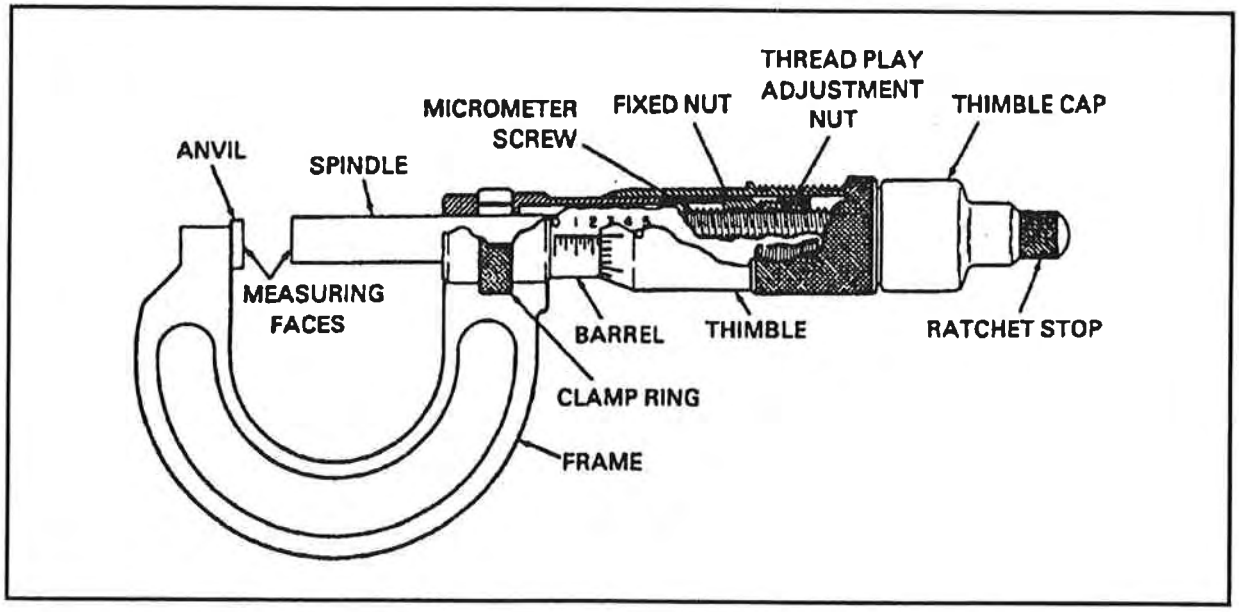

Figure 3-10. Outside micrometer
- Outside micrometer (Figure 3-10) the type most commonly used by airframe repairers for measuring outside dimensions of shafts and round stock and other similar measurements; also used to set inside calipers to a desired dimension. The fixed parts of an outside micrometer are the frame, barrel, and anvil; the movable parts are the thimble and spindle. The thimble rotates the spindle that moves in the threaded portion inside the barrel. The thimble is turned to open and close the space between the faces for measuring work on the anvil and at the end of the spindle.